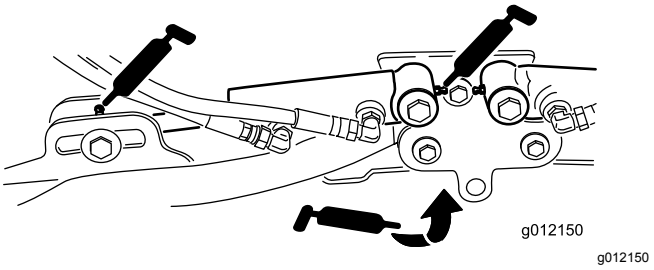

**Figur 45**
- Løftearmssylindere for klippeenheten (2 hver) (Figur 45)
- Løftearmsdreietapper (1 hver) (Figur 45)